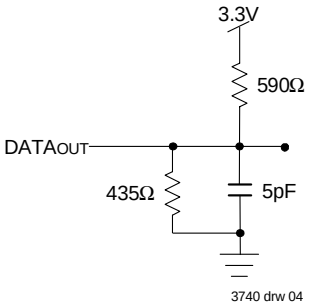

Figure 2. Output Test Load (for t_{LZ}, t_{HZ}, t_{WZ}, t_{OW}) * Including scope and jig.
1. Transition is measured 0mV from Low or High-impedance voltage with Output Test Load (Figure 2).